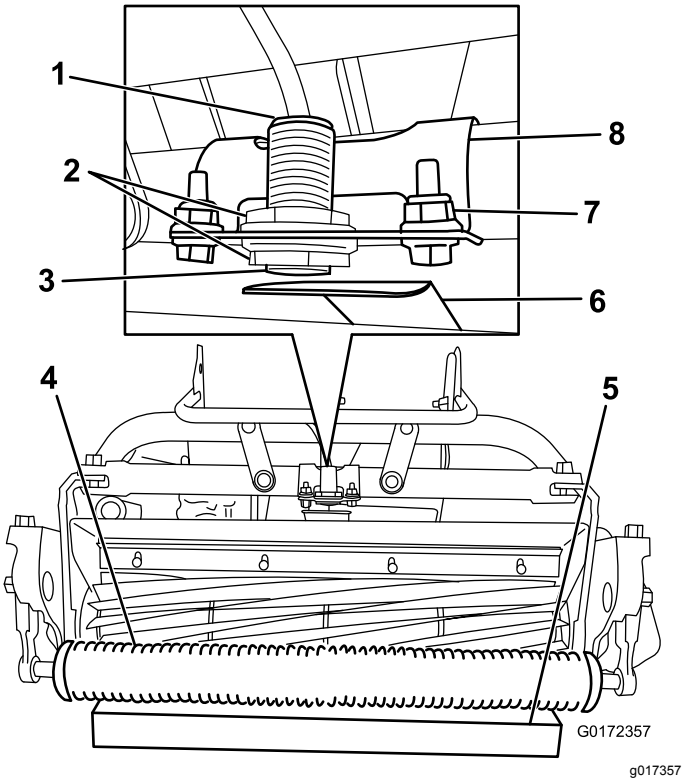

**Rysunek 17**
2. Poluzuj nakrętki zabezpieczające czujnik i wyreguluj jego pozycję, aby spod nakrętki zabezpieczającej widoczny był 1 zwój gwintu (Rysunek 17).
4. Umieść klocek o wys. 3,8 cm pod przednią rolką zespołu tnącego (Rysunek 17).
5. Poluzuj elementy mocujące wspornik czujnika do ramy (Rysunek 17).
8. Przekręć wspornik czujnika w kierunku płytki stykowej, aż zaświeci się lampka u góry czujnika (Rysunek 17). Jeżeli lampka już świeciła się, przekręć wspornik, odsuwając go od płytki stykowej, aż lampka zgaśnie, a następnie zbliż czujnik aż do zaświecenia się lampki.